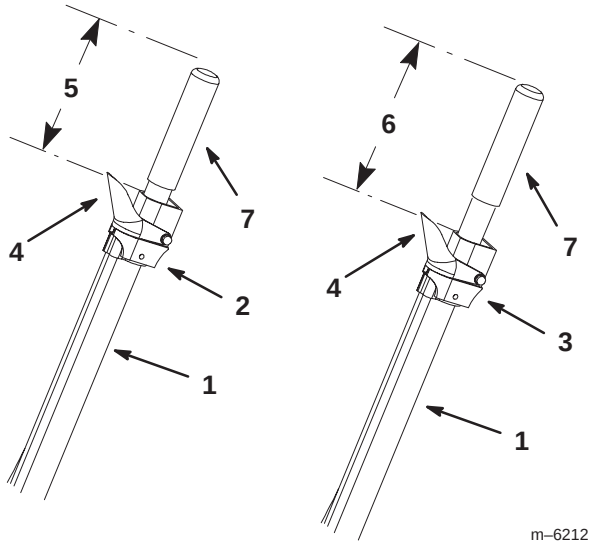

Figure 7
1. For a 100 Series bagger, position the latch lever 5 inches down from the top of the grip. See Figure 7.
2. For a 200 Series bagger, position the latch lever 6 inches down from the top of the grip. See Figure 7.